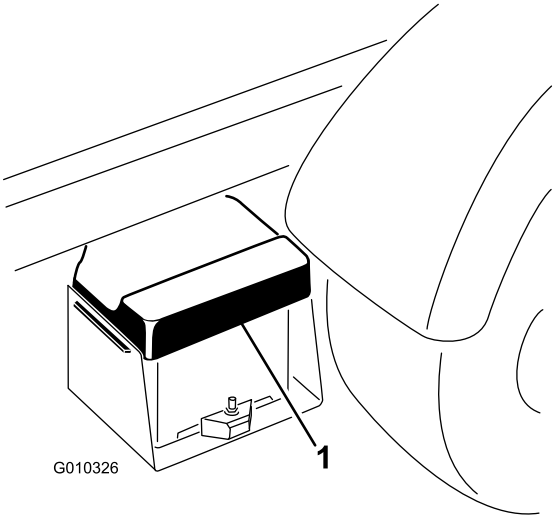

**Figur 48**
1. Klem på batteridækslet for at løsne tapperne fra batteribundpladen. Fjern batteriet fra batteribundpladen (Figur 48).